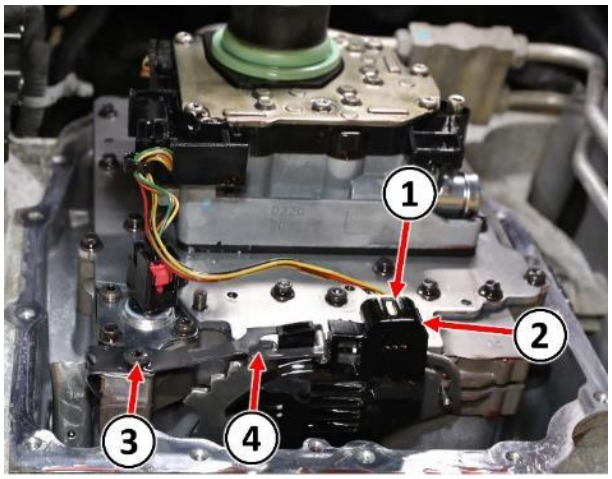

Figure 13 – Range Sensor Connector and Detent Spring
21. Disconnect the electrical connector (1) from the range sensor (2) (Figure 13).
22. Remove the T25 bolt (3) holding the detent spring (4) (Figure 13).
23. Remove the detent spring (4) (Figure 13).